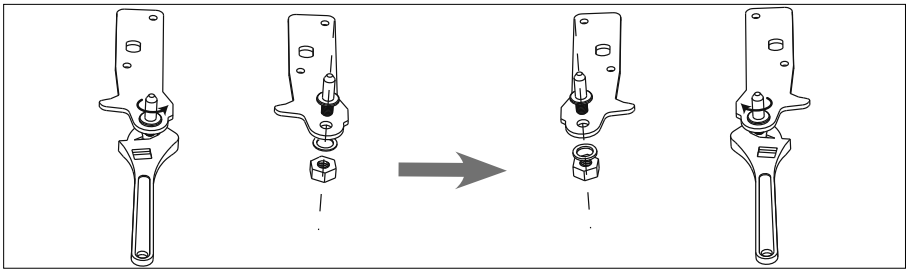

Abb. 11
- Setzen Sie den Scharnierzapfen gemäß der unten folgenden Abbildung auf der Lochplatte um, verwenden Sie zum Lösen und Festziehen der Mutter einen 10er-Schraubenschlüssel (siehe **Abb. 11**).